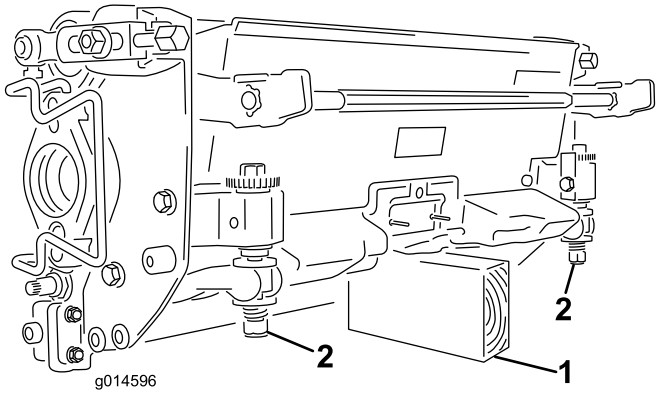

**Figur 9**
**Viktigt: När du behöver tippa klippenheten för att exponera underkniven/cylindern, stöttar du upp klippenhetens bakre ände så att muttrarna på den bakre änden av underknivens justerskruvar inte vilar mot arbetsytan (Figur 9).**